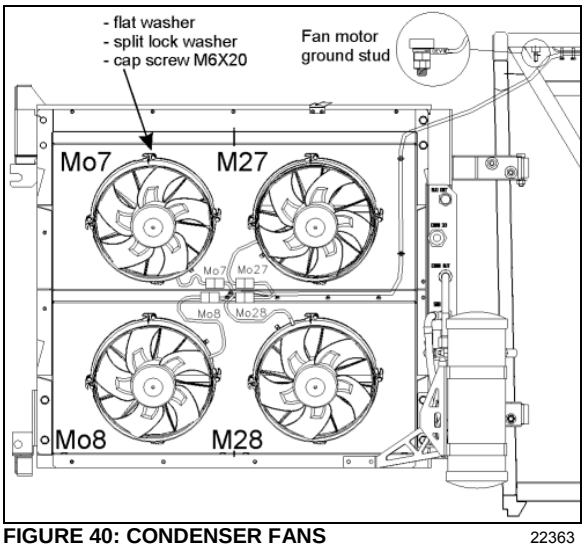

**FIGURE 40: CONDENSER FANS** 22363
2. Unplug the fan harness connector (Figure 40).